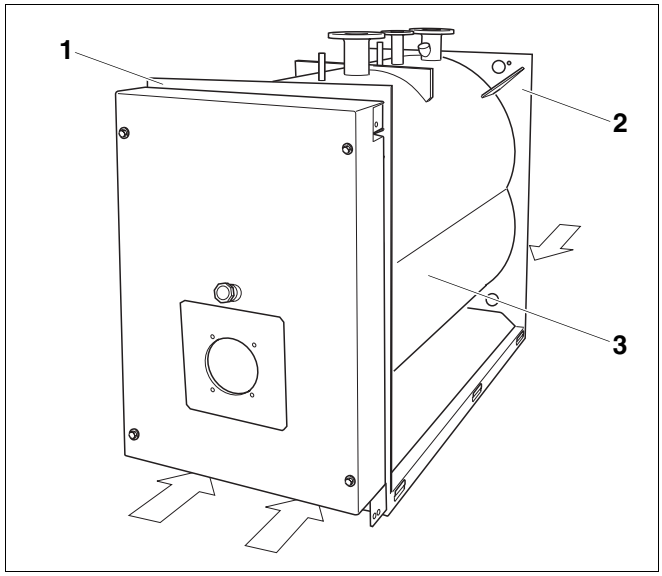

Рис. 3 Транспортировка корпуса котла на вилочном погрузчике/грузоподъемной тележке
- Подвести вилы погрузчика под переднюю (рис. 3, **поз. 1**) и заднюю стенки (рис. 3, **поз. 2**) котла.
- Подвести тележки под переднюю и заднюю стенки котла (рис. 3, стр. 15).